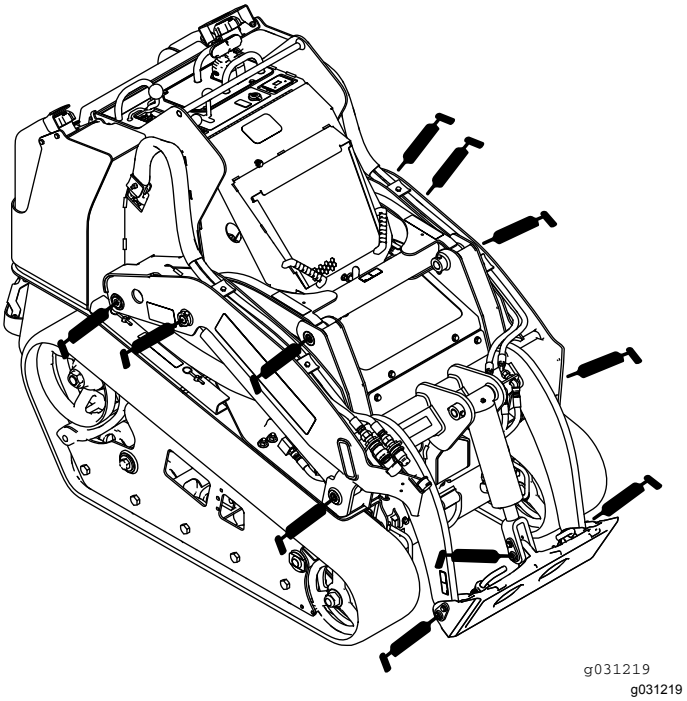
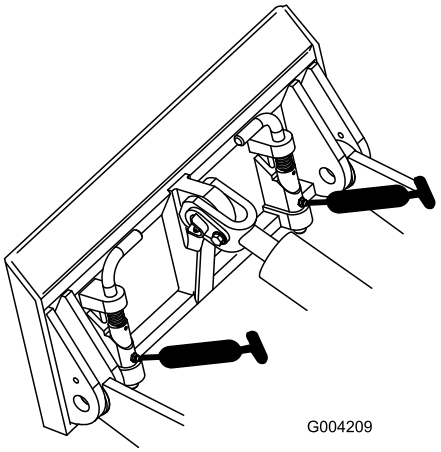
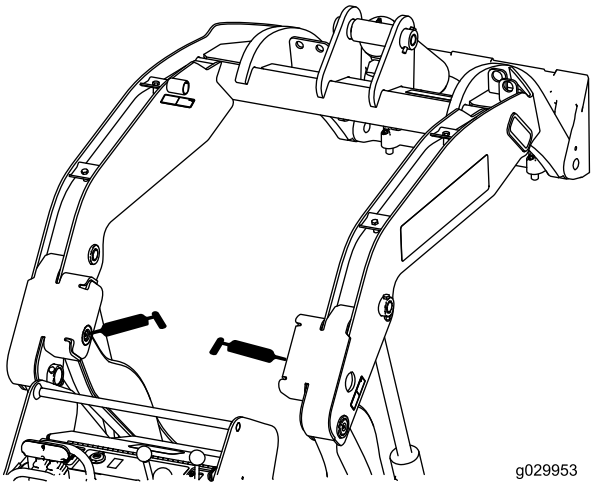

Rysunek 44
Rysunek 45
Rysunek 46
3. Podłącz smarownicę do każdej ze smarowniczek (Rysunek 44, Rysunek 45 i Rysunek 46).
Informacja: Przed wtłoczeniem smaru w smarowniczki pokazane na Rysunek 46 unieś ramiona ładowarki.